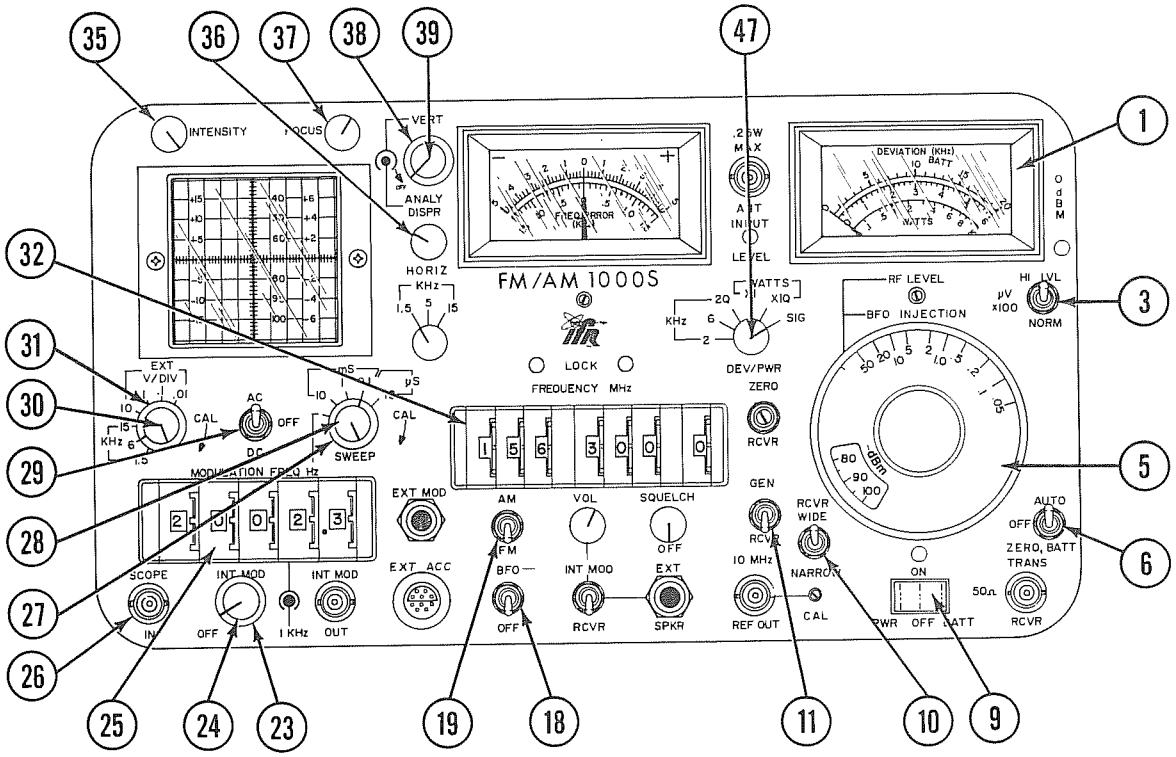

FIGURE 4-30 FM/AM-1000S CONTROLS APPLICABLE TO SWEEP GENERATOR/ TRACKING OSCILLOSCOPE OPERATION
1.	Set FM/AM-1000S controls for sweep generator/tracking oscilloscope operation as shown in Figure 4-30, page 4-79.
5.	Adjust INTENSITY Control (35) and FOCUS Control (37) for a sharp visible dot on CRT.